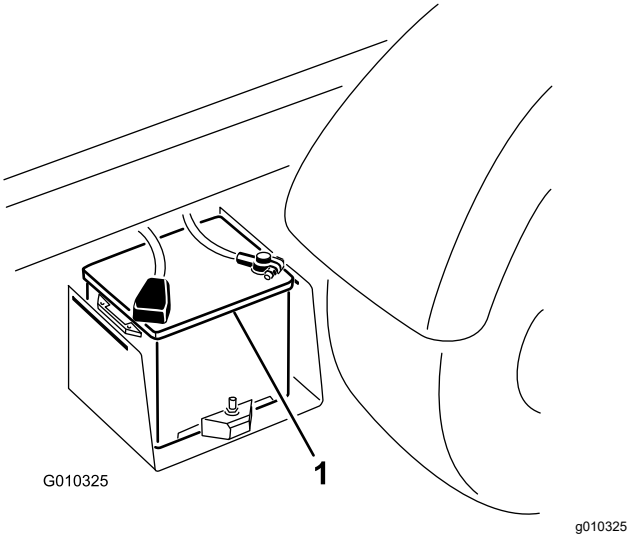

図 43
2. 2 台のバッテリーのプラス 端子同士をブースタケーブルでつなぐ図 43。